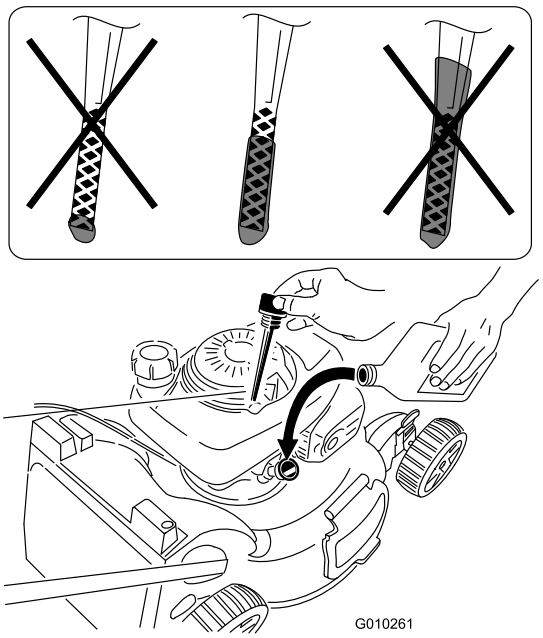

Figuur 24
4. Giet **langzaam** olie in de vulbuis en controleer het peil periodiek met behulp van de peilstok zoals wordt getoond in Figuur 24 totdat u op de peilstok kunt aflezen dat het carter is gevuld. **Niet te vol vullen.** (Maximale vulhoeveelheid: 0,55 l, type: SAE 30 reinigingsolie, met onderhoudsclassificatie , SH, SJ, SL van het American Petroleum Institute [API] of hoger.)